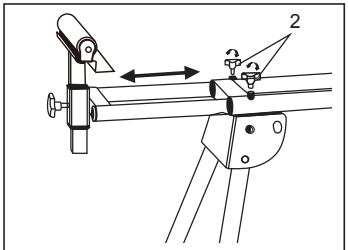

Fig. 7
Utilice los rieles de extensión cuando trabaje con piezas de trabajo más grandes. Afloje la perilla de ajuste de la extensión (2). Extienda el raíl hasta la posición deseada y después, apriete la perilla de ajuste de la extensión para fijarlo. (Ver Fig. 7)